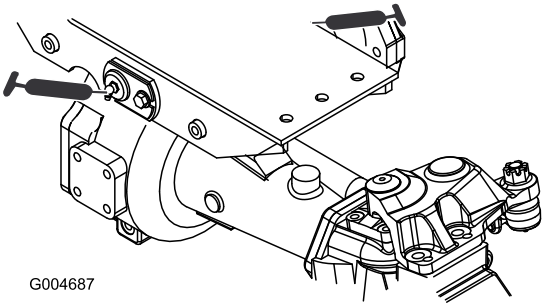

Figur 41
- 2 främre och bakre axeltappsbussningar (Figur 41)